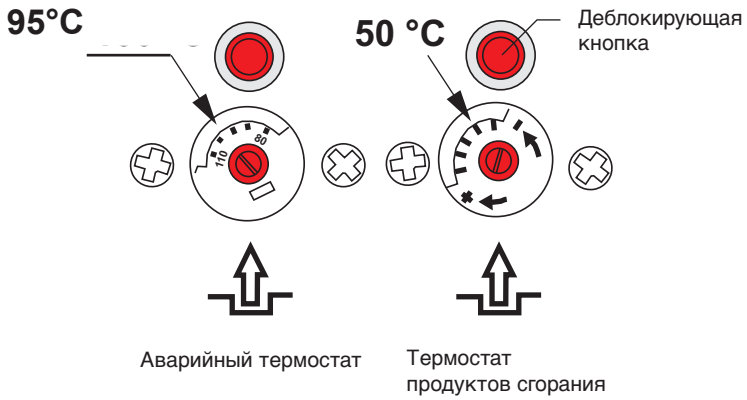

Рис.11
Аварийный термостат и термостат продуктов сгорания оснащены деблокирующей кнопкой и шкалой настройки температуры (см.рис. 11). Разблокирование можно провести после отвинчивания деблокирующей кнопки. Разблокировать аварийный термостат можно после снижения температуры отопительной воды. Подобным образом и у термостата продуктов сгорания, где разблокирование возможно после охлаждения его датчика.
- термостат продуктов сгорания 50 °С . Настройка термостата изображена на рис.11.